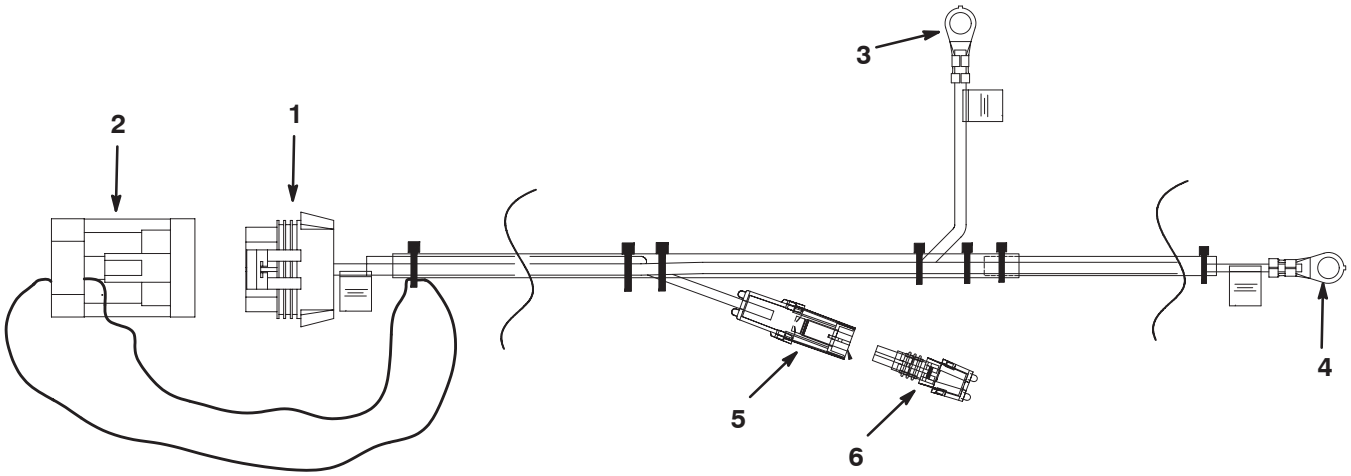

**Figure 7**
**2.** Connectez les cosses en anneau du faisceau de câblage à la batterie du véhicule tracteur (Fig. 7).